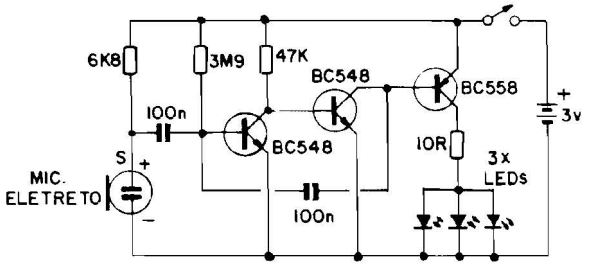

Fig.1
- **FIG. 1** - O CIRCUITO - A simplicidade absoluta, junto com o mais completo "enxugamento" que um circuito pode receber, sem que com isso perca essenciais características de funcionamento! Três transístores super-comuns, tipo BC548 e BC558, estão diretamente acoplados (**base** a **coletor**, **base** a **coletor**...) de modo a promover uma "baita" amplificação, pela multiplicação dos seus ganhos individuais... Os resistores de 3M9 e 47K polarizam praticamente todo o conjunto amplificador, pelas posições "estratégicas" que ocupam no arranjo... A entrada é fornecida por um pequenino e super-sensível microfone de eletreto (do tipo com 2 terminais), polarizado via resistor de 6K8, e com o primeiro "encaminhamento" do sinal feito através do capacitor de 100n... Observem ainda a presença do segundo capacitor, também de 100n, estabelecendo uma nítida realimentação (apenas para o sinal, não para as polarizações de CC...) entre a saída do segundo estágio (**coletor** do segundo BC548/**base** do BC558...) e a entrada geral, de modo a assegurar perfeita estabilidade ao conjunto, além de pré-determinar a sensibilidade geral, situando-a em ponto ótimo para a finalidade, com o que se elimina completamente a necessidade de ajustes, **trim-pots**, etc. O **coletor** do último transístor (BC558) aciona diretamente a trinca de LEDs, via resistor limitador de Corrente de baixo valor (10R), intercalado apenas para favorecer ao máximo a durabilidade do par de pilhas pequenas, uma vez que o diferencial de Tensão, considerada a queda natural através das junções internas do transístor **driver**, seria compatível até com a energização direta dos LEDs... Notem que, em virtude da conexão **em paralelo** dos três LEDs/"zóios", é obrigatório que todos eles sejam idênticos entre sí (inclusive na **cor**...), para que não ocorram sensíveis desequilíbrios luminosos nas suas manifestações... Também considerando a baixa potência de alimentação, recomenda-se a utilização de LEDs de alto rendimento (felizmente, hoje em dia, praticamente todos os LEDs de boa procedência apresentam excelente desempenho na relação Corrente/Luz...). A alimentação - conforme já foi mencionado - ficam em apenas 3V, provenientes de duas pilhas pequenas, condicionadas obrigatoriamente num suporte tipo "canoa" (semi-fechado), que será utilizada como "corpo" do ROBOZINHO, de acordo com as sugestões de lay out final a serem vistas no decorrer do presente artigo... Notem ainda que a própria placa de Circuito Impresso teve seu desenho, dimensões/furação cuidadosamente referenciados para a dita sugestão de **lay out** final, facilitando bastante as operações de acabamento...